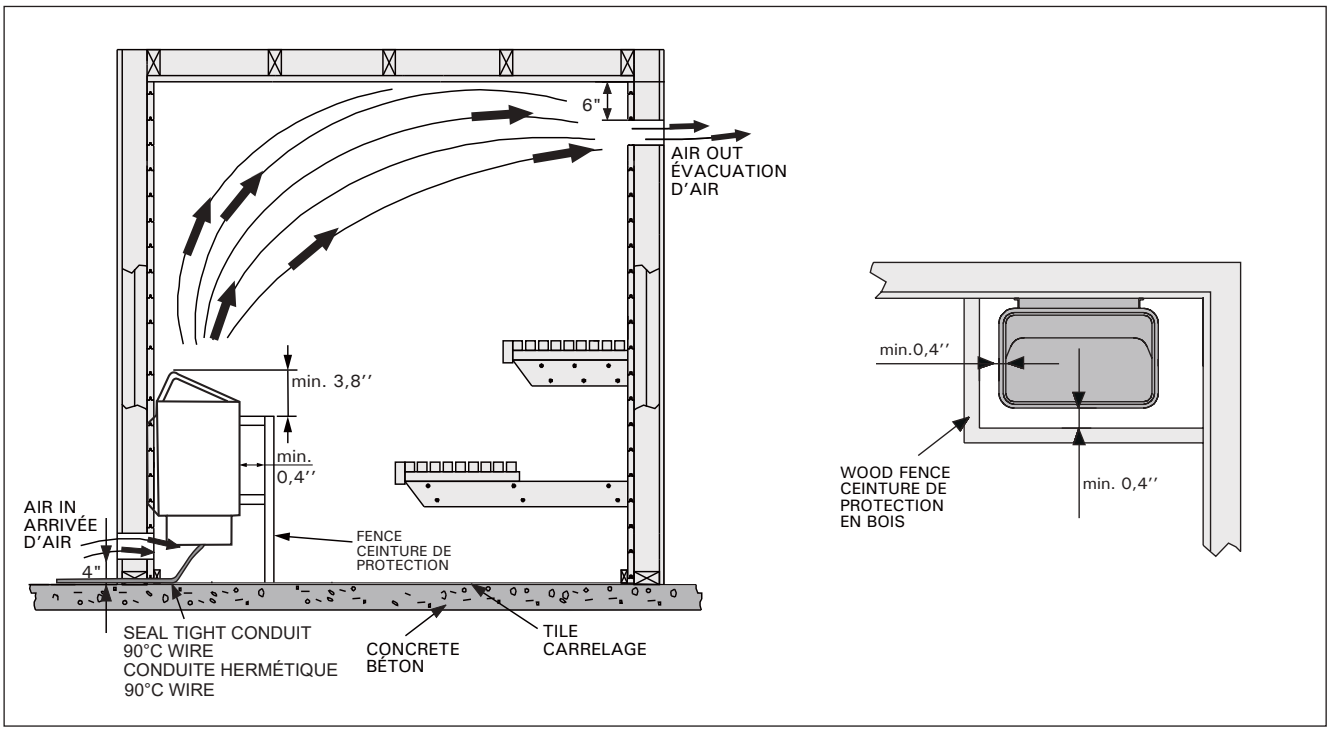

Figure 4. Ventilation de la cabine de sauna et dégagements min. entre la ceinture de protection
opposée (si possible) à 6” (150 mm) du plafond ou à une hauteur minimale de 24” (600 mm) du plancher. Les bouches d’aération doivent être réglables et permettre de renouveler l’air 5 fois par heure. Le sauna doit être équipé du système d’aération requis par les autorités locales. Figure 4.
Les distances de sécurité minimales sont décrites sur la figure 4 et 5.
1. Sortez le poêle du carton et posez-le à un emplacement approprié dans la cabine du sauna. Respectez les dégagements indiqués dans les figures 4 et 5. Après le raccordement final, l'entrepreneur électricien doit fixer l'appareil de chauffage au sol ou au mur avec les vis ou les boulons requis.